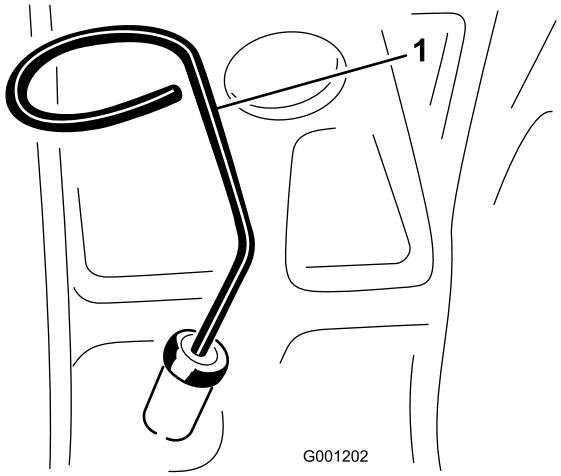

Figuur 21
2. Verwijder de peilstok uit de vulbuis (Figuur 21) en veeg deze schoon. Steek de peilstok daarna weer in de buis. Haal de peilstok eruit en controleer het oliepeil. Het oliepeil moet tot aan de VOL-markering op de peilstok staan.